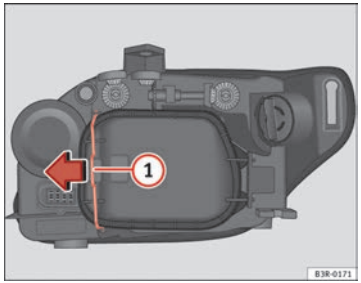

Fig. 210 Dipped beam headlights
Although it is not necessary, previously remove the rigid cover ⇒ Fig. 210 for easier turn signal bulb changes. ■
– Move the brace ⇒ Fig. 210 (1) in the direction of the arrow and remove the rigid cover, separating the brace side and then removing the two tabs from the other end of the cover.